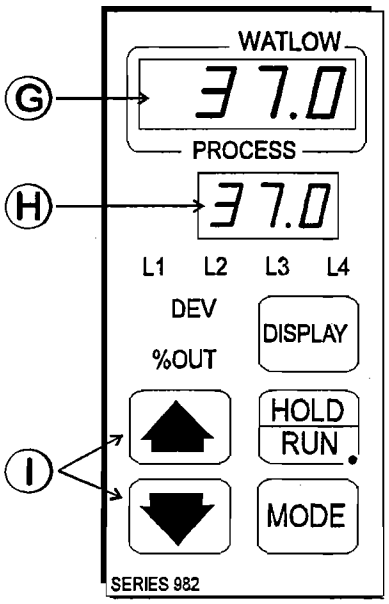

Figure 3-3
3.2 Setting the Incubator's Operating Temperature (Figure 3-3)